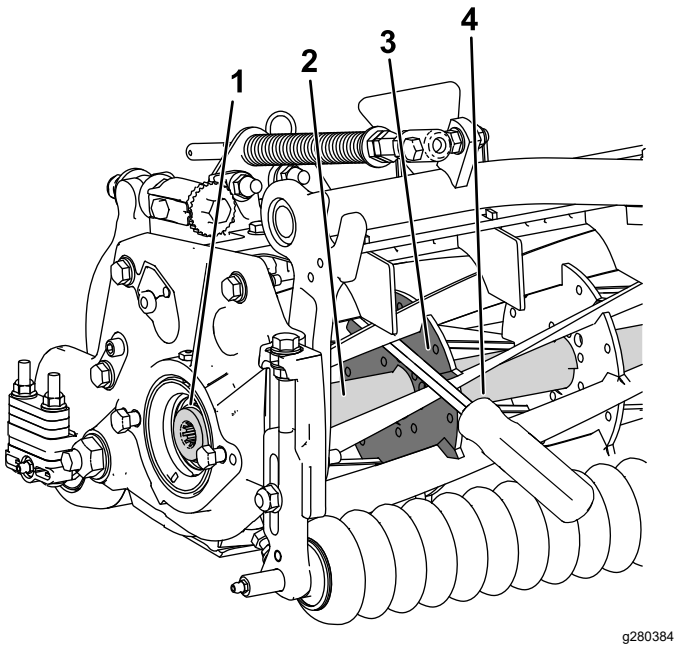

Figura 29
1. Introduzca una palanca de mango largo (se recomienda una palanca de ⅜" x 12" con mango de destornillador) a través de la parte delantera del molinete de corte, junto al lado de la unidad de corte a apretar (Figura 29).
2. Coloque la palanca contra la parte soldada del refuerzo del molinete de corte interno (Figura 29).